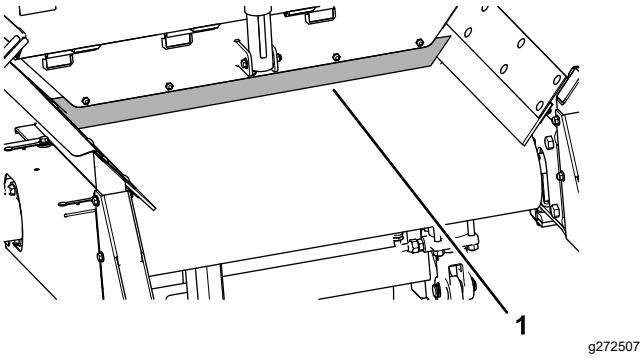

Figuur 57
5. Verwijder de reinigingsschraper voor de lopende band van de achterzijde van de machine (Figuur 57).